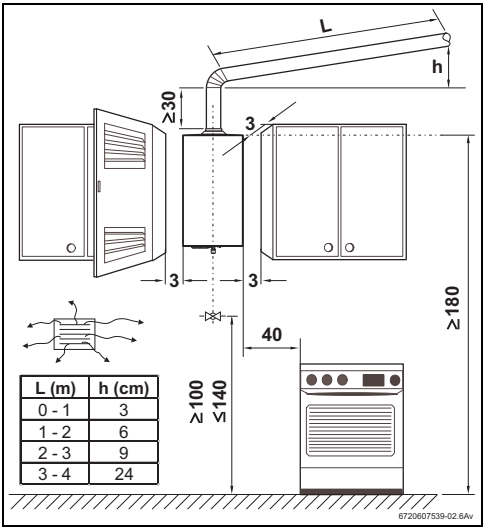

Fig. 11 Distanze minime
- Attenersi scrupolosamente a leggi e normative vigenti (UNI-CIG 7129, UNI-CIG 7131) e ad eventuali disposizioni locali riguardanti l'installazione di apparecchiature a gas e l'evacuazione dei gas combusti. Misure d'installazione, vedi Fig. 11.
- Rispettare le distanze minime d'installazione (vedere Fig. 11).